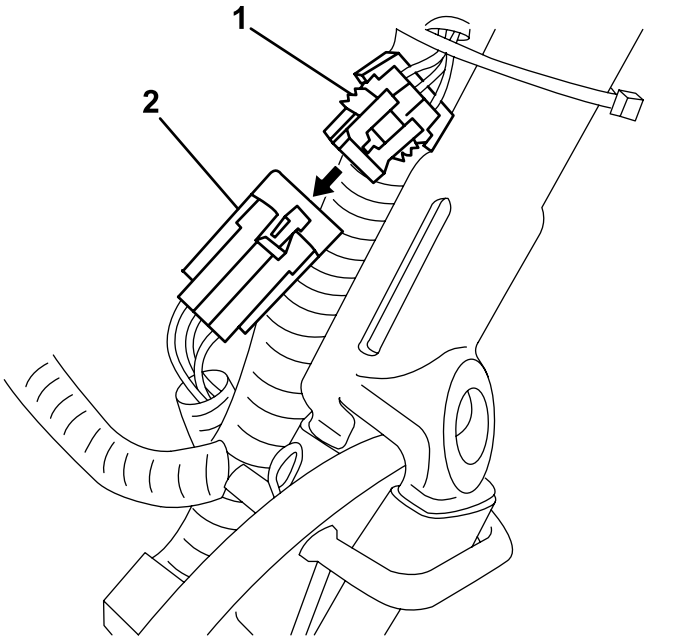

Figur 10
3. Koppla bort den lilla kontakten på batteriet till maskinkablaget från huvudkablaget (Figur 10).